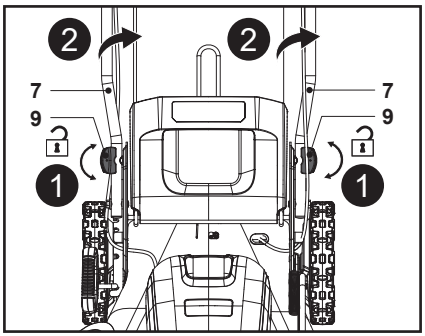

Fig. 10
2. Afloje los dos bloqueos del manillar (9) girándolos 90° hacia la izquierda o hacia la derecha y luego gire el conjunto del manillar (5, 7) desde la posición en la que se encuentra (Fig. 10).
3. Alinee uno de los otros dos orificios de montaje de las barras inferiores del manillar (7) con los dos soportes del manillar (10) y gire el bloqueo del manillar (9) 90° en dirección contraria.
4. Gire el conjunto del manillar (5, 7) hasta que el pasador autotensor (9a) atraviese el orificio de montaje del soporte del manillar (10). El conjunto del manillar (5, 7) estará ahora bien fijado.